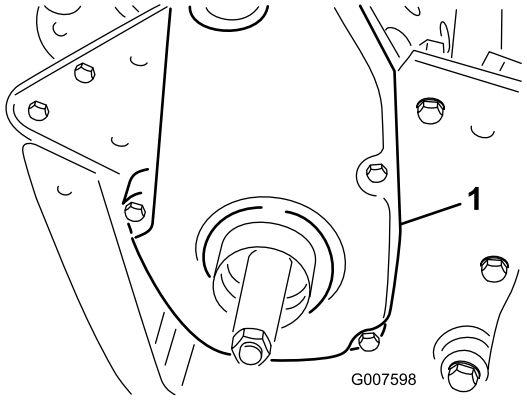

Figur 47
6. Fjern det bakre remdekslet fra maskinens høyre side (Figur 47).